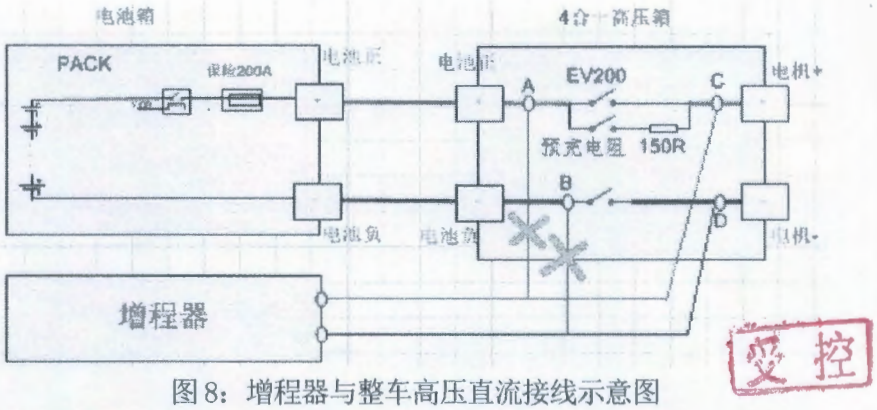

图 8：增程器与整车高压直流接线示意图
- ✧ 高压接线时，首先确定高压配电箱中驱动电机动力线的接入点。将增程器高压直流输出正负极端子分别连接至高压配电箱中驱动电机直流正负极接线柱上（接到预充回路的后面，确保预充电功能）；如图 8 所示：